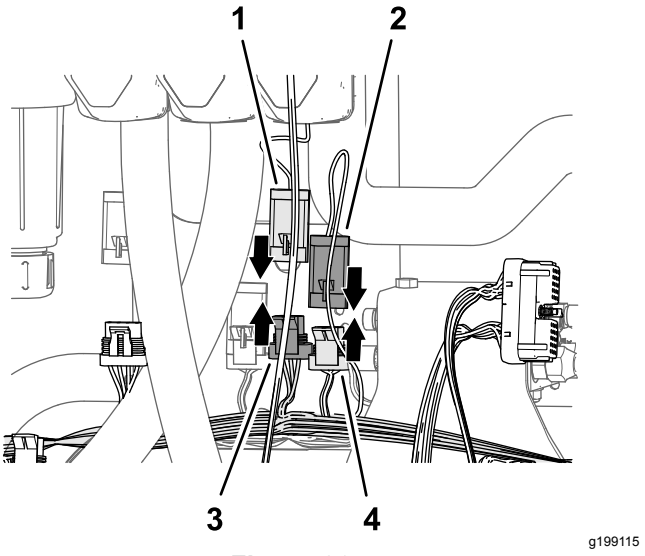

Figuur 86
2. Sluit de stekker met 3 pinnen van de aftakking van 89 cm van de bijgeleverde kabelboom met aanduiding MASTER VALVE (hoofdklep) aan op de connector met 3 contacten van de machinekabelboom met aanduiding MASTER SPRAY VALVE (hoofdspuitklep) (Figuur 86).
bijgeleverde kabelboom met aanduiding MASTER VALVE (hoofdklep) (Figuur 86).